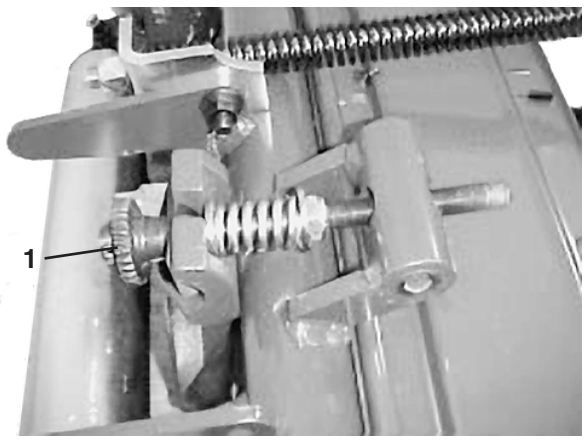

Afbeelding 21
1. Verminder het contact tussen messenkooi en snijplaat door de stelknop van de snijplaat (Afb. 21) tegen de wijzers van de klok in te draaien totdat er geen contact meer is.